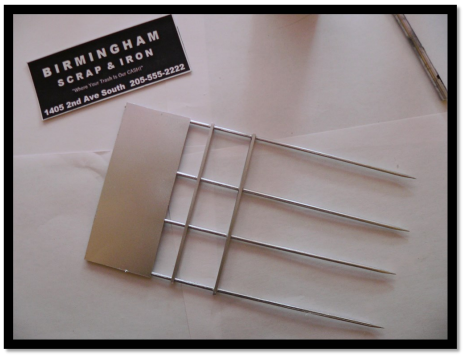

Figure 7. Paint the structure for the sign.
Step 4: When the superglue has dried and all parts of the sign are secure, select a color and spray paint the frame. (See Figure 7.) I generally use either silver or primer red, but you can use any of your favorite colors. I suggest you refer to prototype photos to help choose a color you like best.
Step 5: Once the paint has dried, you are ready to put the signage on the front of the base. I use the computer program Microsoft Paint to create most of my custom signs; it's simple to use and makes it very easy to create any sign you like, as shown in Figure 7.